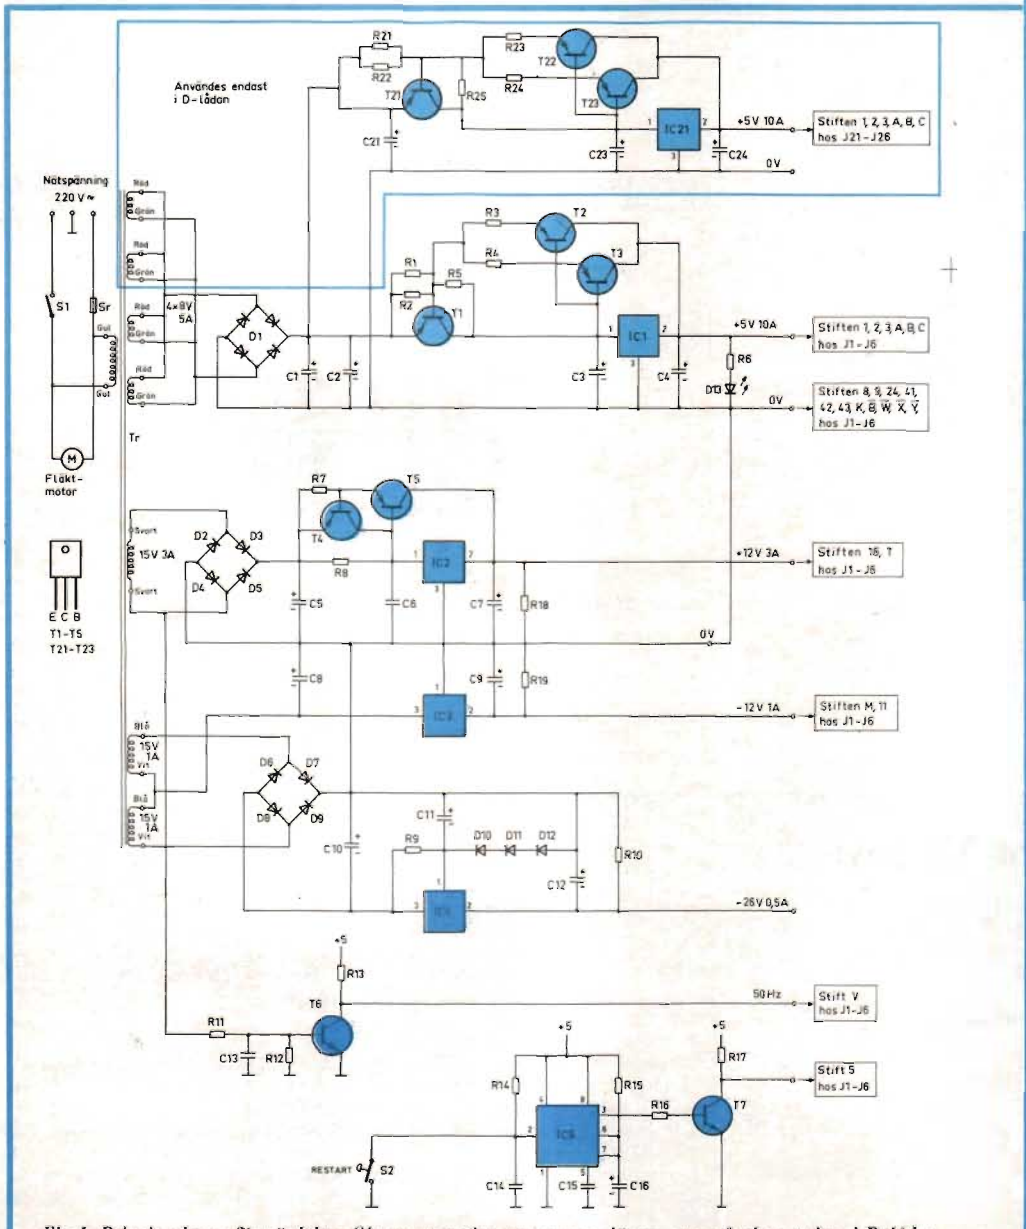

Fig 1. Principschema för nätdelen. Observera att komponenterna längst upp erfordras endast i D-lådan.
■■ Man bör starta bygget med mikrodatorns låda samt nätdel. Principschemat för nätdelen till både C-lådan och D-lådan återfinns i *fig 1*. I C-lådan finns ett moderkort med nätdel och sex 86-poliga kortkontakter. Detta kretskort med komponentplacering återges i *fig 2*. Kortet har måtten 129×385 mm och har påtryckt komponentplacering. På kortet finns även kretsarna för automatisk återstart och 50 Hz nätreferens. D-lådans kretskort innehåller ungefär samma kretsar men har plats för ytterligare 10 A stabilisering på 5-voltsspänningen och fler 86-poliga kontakter.